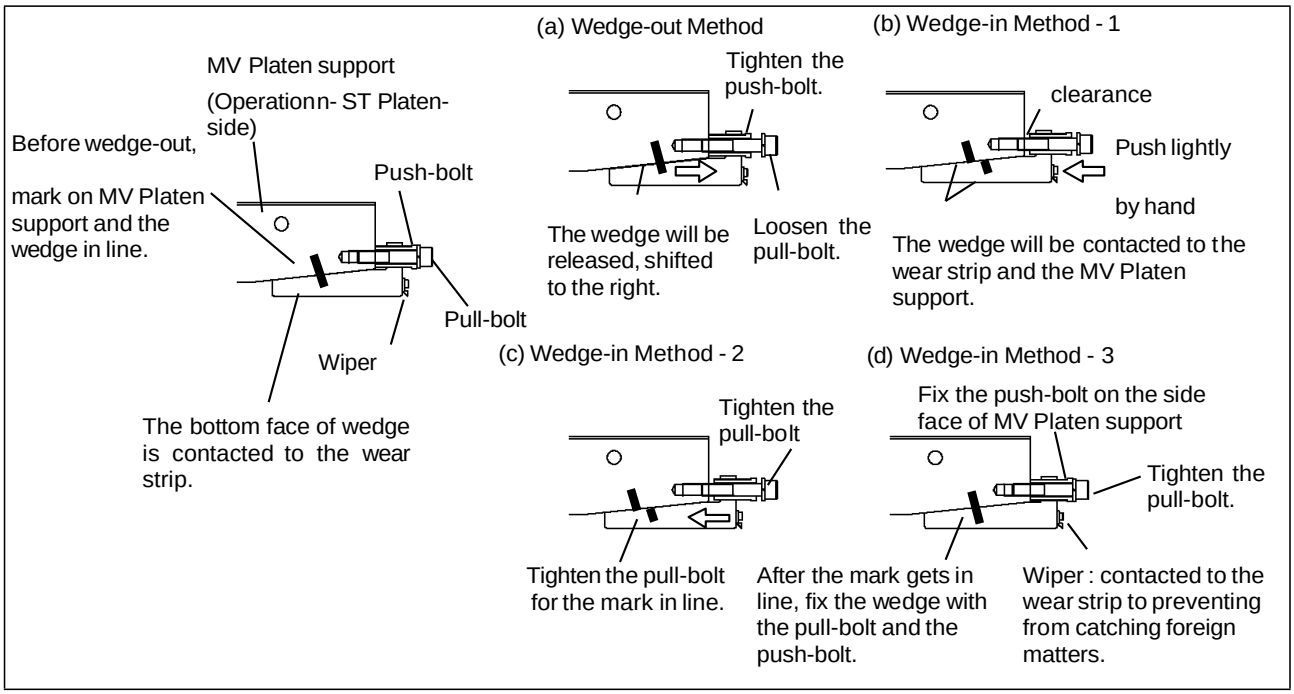

Fig.2 Wedge-in and wedge-out methods for MV Platen support
(6) Grind out the burr of scratching the bottom faces of wedge (contacting the wear strip) by the use of the oil stone.
(7) Grind out the burr of scratching the wear strip by the use of the oil stone as well as (6).
(8) After completion of (6), apply the grease FS-2 on the bottom face of wedges. And mount the wedges on the MV Platen support, referring to Fig.2(b),(c),(d).